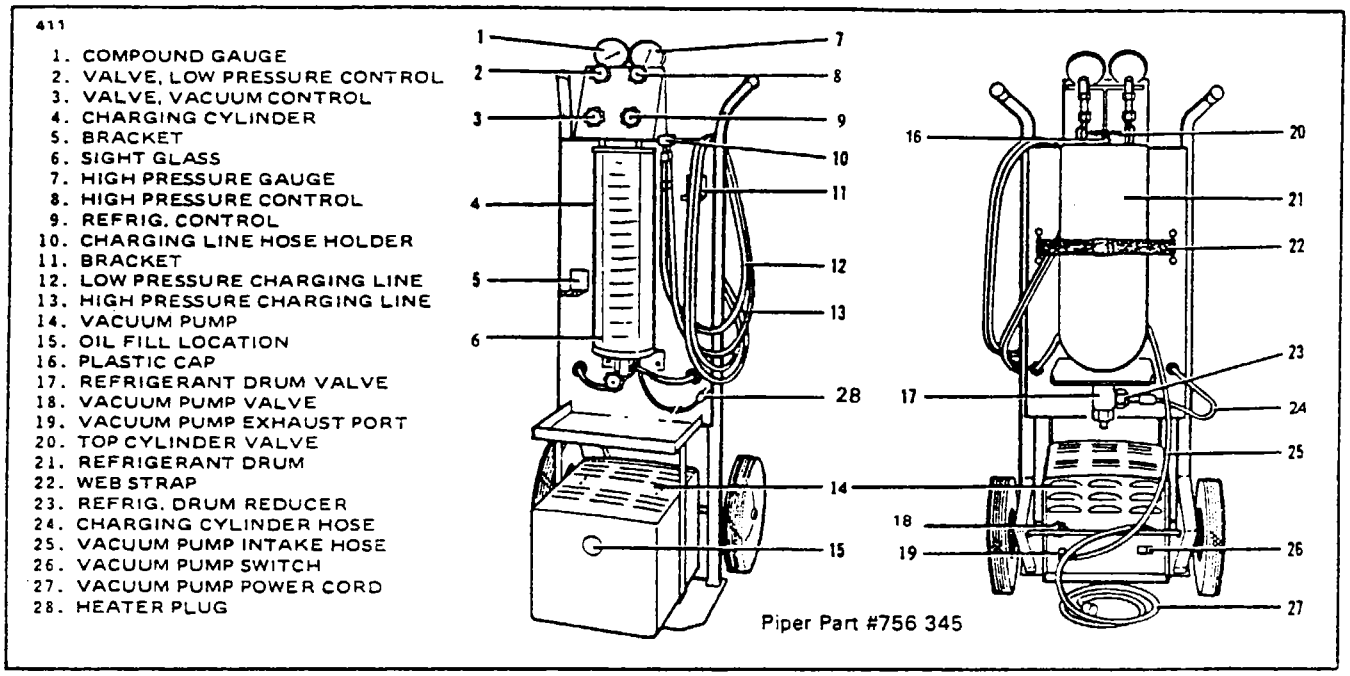

Figure 13-29. Charging Stand J-23500
a. Be certain all valves on charging stand are closed. (Refer to Figure 13-29.)